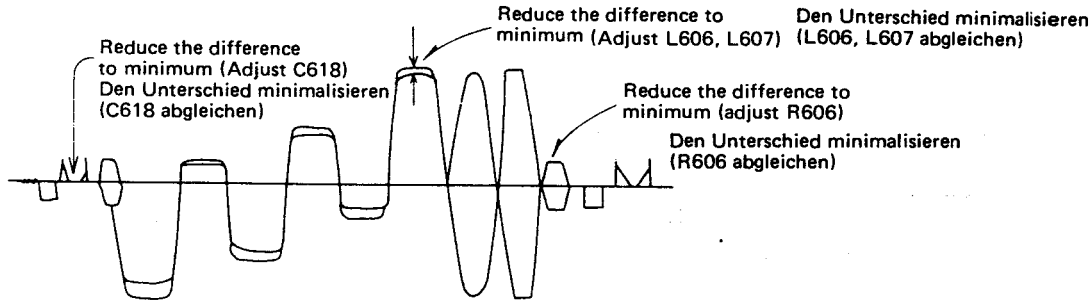

Fig. 23 Abb. 23
5. Adjust C618 to obtain the waveform as in fig. 23.
5. C618 so einstellen, daß die in Abb. 23 gezeigte Wellenform erreicht wird.
4. Adjust delay line control (R606) to achieve minimum level as in fig. 23.
5. Adjust L606, L607 and R606 to obtain the waveform as in fig. 23.
4. Verzögerungsleitung-Regler (R606) auf minimalen Pegel abgleichen, wie in Abb. 23 gezeigt.
5. L606, L607 und R606 so abgleichen, daß diein Abb. 23 gezeigte Wellenform erreicht wird.